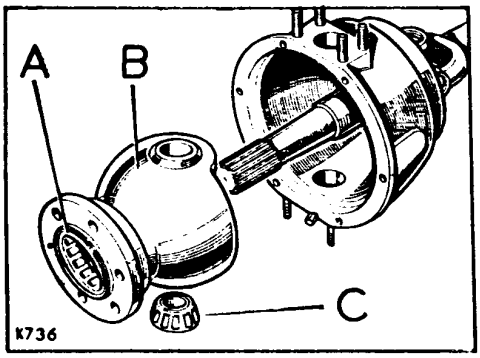

Fig. F1-44.- Caja del cojinete del pivote
1.4.- Extraer la caja del cojinete del pivote, en unión de los cojinetes, C (Fig. F1-44).